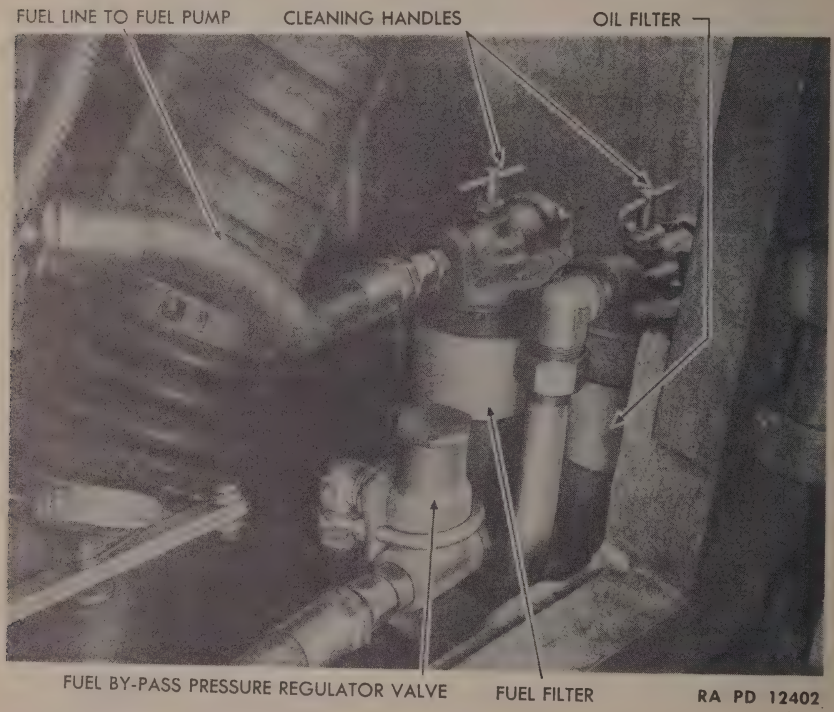

Figure 13—Location of Fuel and Oil Filters
(2) TURN HANDLES OF FUEL AND OIL FILTERS (fig. 13). Turn the cleaning handles of the oil and fuel filters one complete turn in either direction. This cleans the dirt from the edges of the filters. Failure to turn the handles a complete turn each day will allow filters to clog and permit unfiltered fuel or oil to bypass directly into the engine.